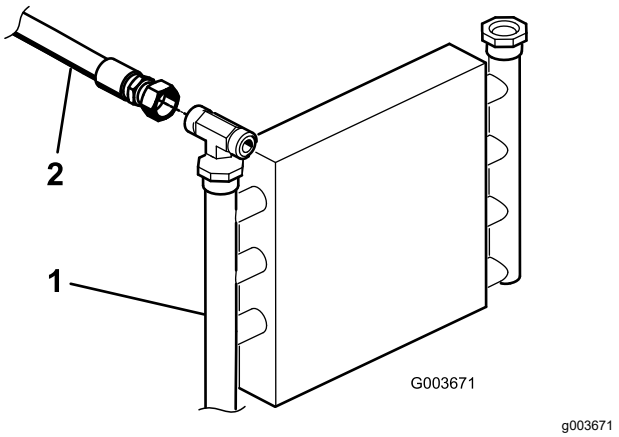
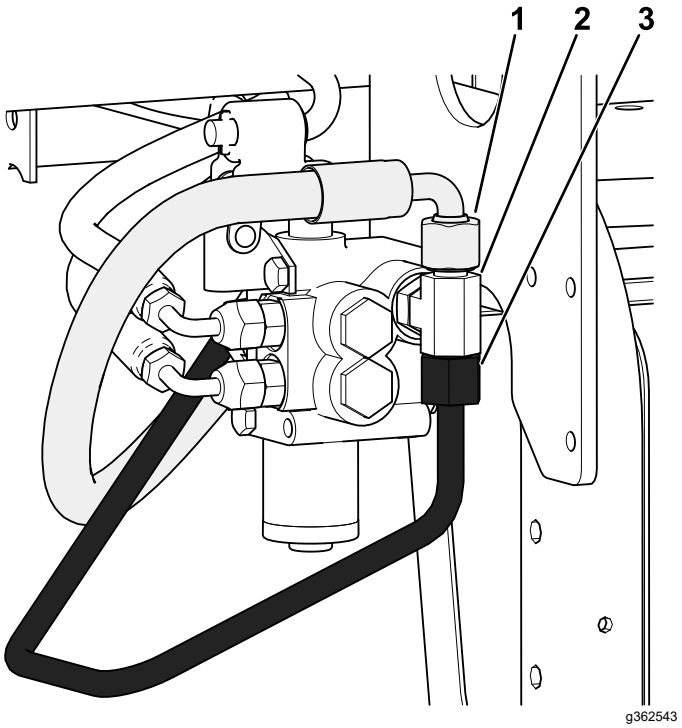

Figure 4
Figure 6
1. Locate the hydraulic tube that goes from the oil cooler to the existing lift valve (Figure 4).
3. Disconnect and remove the hydraulic tube from the oil cooler and the lift valve (Figure 4 and Figure 6).
C. Disconnect the hydraulic hose (144-1367) from the T-fitting (340-94) as shown in Figure 6.